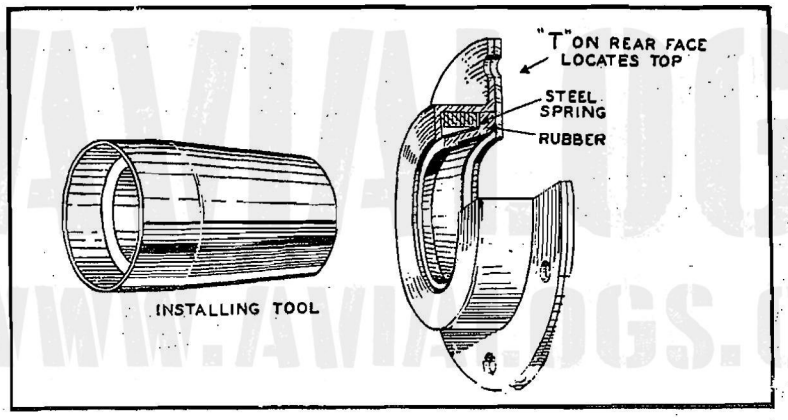

Figure 197—Magneto or Generator Drive Oil Seal and Installing Tool
(1) Install the oil seal installing tool (Tool No. 803328) over the end of the generator drive shaft. Ensure that the drive shaft and the tool are clean to prevent scratching the sealing surface of the rubber oil seal.
(2) Apply AN-C-53 to the inside diameter of the rubber seal. Coat both sides of the seal gasket with a thin coating of gasket paste.
(3) Slide the gasket and the seal over the installing tool onto the shaft. The lip of the seal should be installed toward the propeller end of the engine. Refer to Figure 197. To prevent cracking of the rubber seal, ensure that it is at room temperature before it is installed. Remove the installing tool.
(4) Install the attaching screws and integral shakeproof washers, and tighten them to a torque value of 20 in. pounds. These screws supersede the screws formerly used, which were locked by a separate shakeproof washer or by the use of lockwire.
(5) Repeat the above operations for each of the magneto drive shaft oil seals.